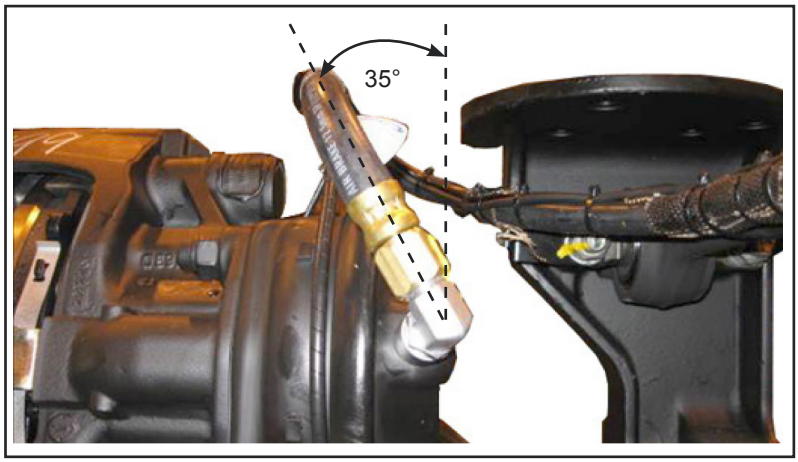

Figure 2 - 35° Brake Hose Angle
- 1.1.3. Ensure the brake hose position is as described in this document. See Figures 2 to 11.
2.4. Place the brake hose fitting on the brake cylinder at an approximate angle of 35° to the vertical, toward the exterior of the vehicle. See Figure 2.